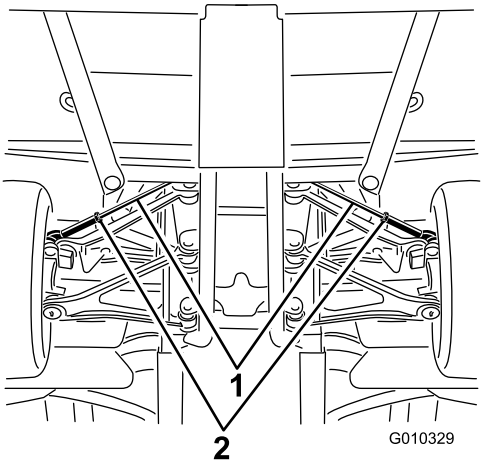

Figur 59
A. Løsn kontramøtrikken midt på forbindelsesstangen (Figur 59).